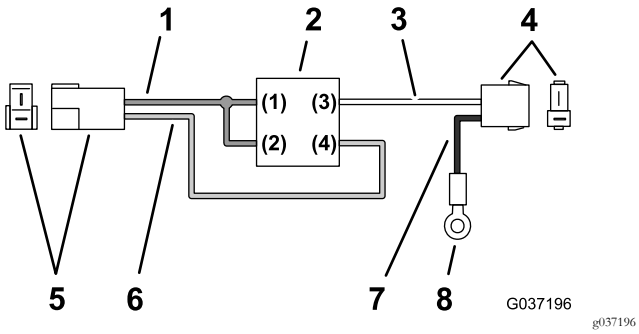

Rysunek 19
1. Ułóż zespół przekaźnika i przewodów w sposób pokazany na Rysunek 19.